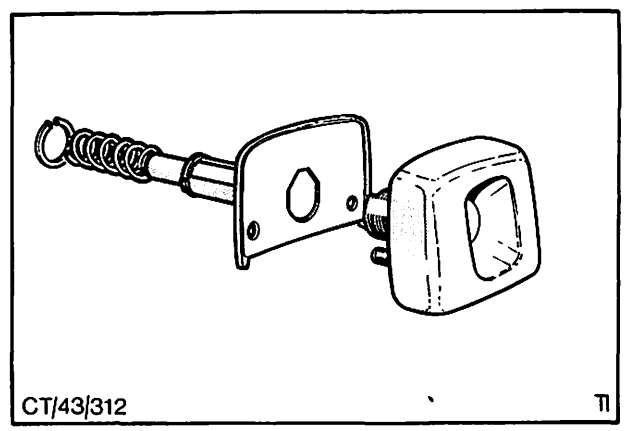

Abb. 55 Außengriff und Schließzylinder – Rückwandtür
3. Zwei Muttern entfernen und Griff – Rückwandtür abbauen, Abb. 55.